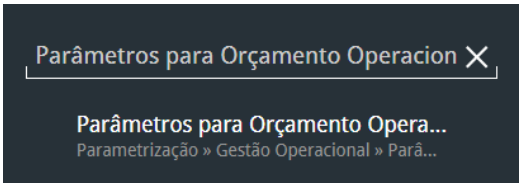

Figura 18: Caminho
2. Digite **Parâmetros para Orçamento Operacional** na barra de pesquisa (Figura 18) e selecione o resultado correspondente.